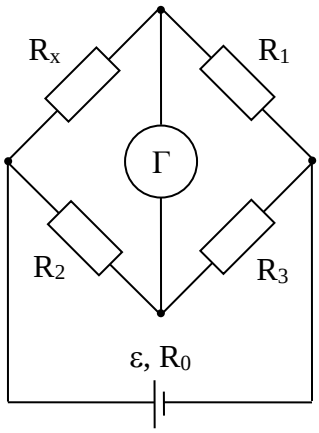

Рис. 5.
19. Определить значение сопротивления резистора R_x, включенного в плечо моста (рис. 5), если в уравновешенном состоянии сопротивления других плеч моста составляют: R_1 = 100 Ом, R_2 = 524 Ом, R_3 = 2000 Ом.